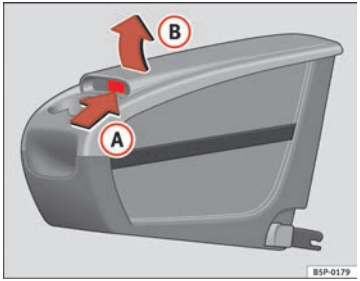

Fig. 114 Mobile storage compartment. Opening
– Lift the cover (B), in area (A) ⇒ fig. 114.